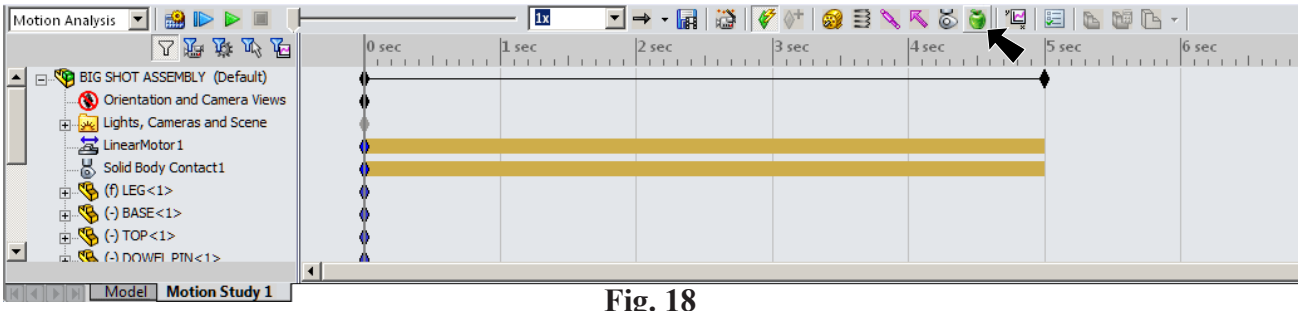

**Fig. 18**
Step 1. Click **Gravity** on the Motion Manager toolbar, **Fig. 18**.